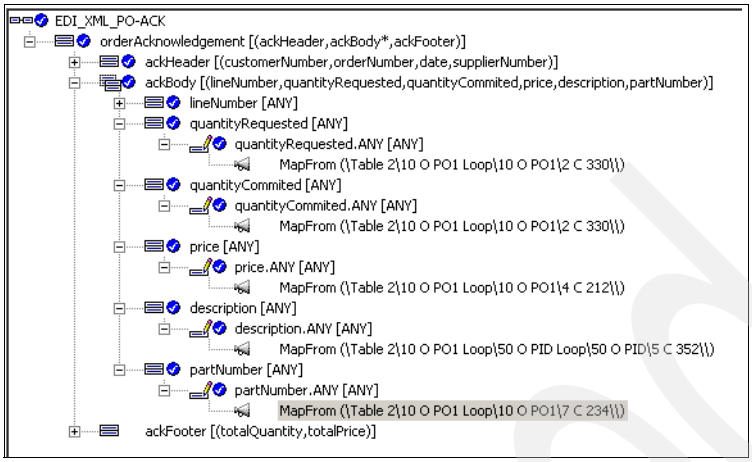

Figure 18-29 Completed mapping command
18. The Mapping Command window resembles Figure 18-29 on page 610.